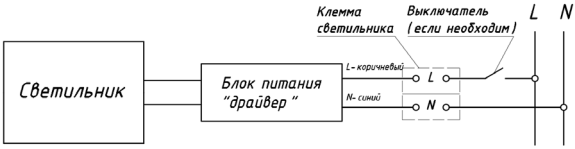

Рисунок 9 – Схема подключения светильника к питающей сети 220В.
5.4.4. Произведите надежное соединение кабеля светильника с питающим кабелем. Для этого используйте клеммную колодку Geniled либо другой подходящий способ соединения проводов, обеспечивающий надежное соединение и хороший электрический контакт. При этом необходимо соблюдать полярность соединения проводов: коричневый — фазный проводник, синий — нейтральный проводник. (рис.9). Убедитесь в правильности и надежности соединения. Провода не должны быть в натяжении.
5.5.6. Произведите надежное соединение кабеля светильника с питающим кабелем. Для этого используйте клеммную колодку Geniled либо другой подходящий способ соединения проводов, обеспечивающий надежное соединение и хороший электрический контакт. При этом необходимо соблюдать полярность соединения проводов: коричневый — фазный проводник, синий — нейтральный проводник. (рис.9). Убедитесь в правильности и надежности соединения. Провода не должны быть в натяжении.